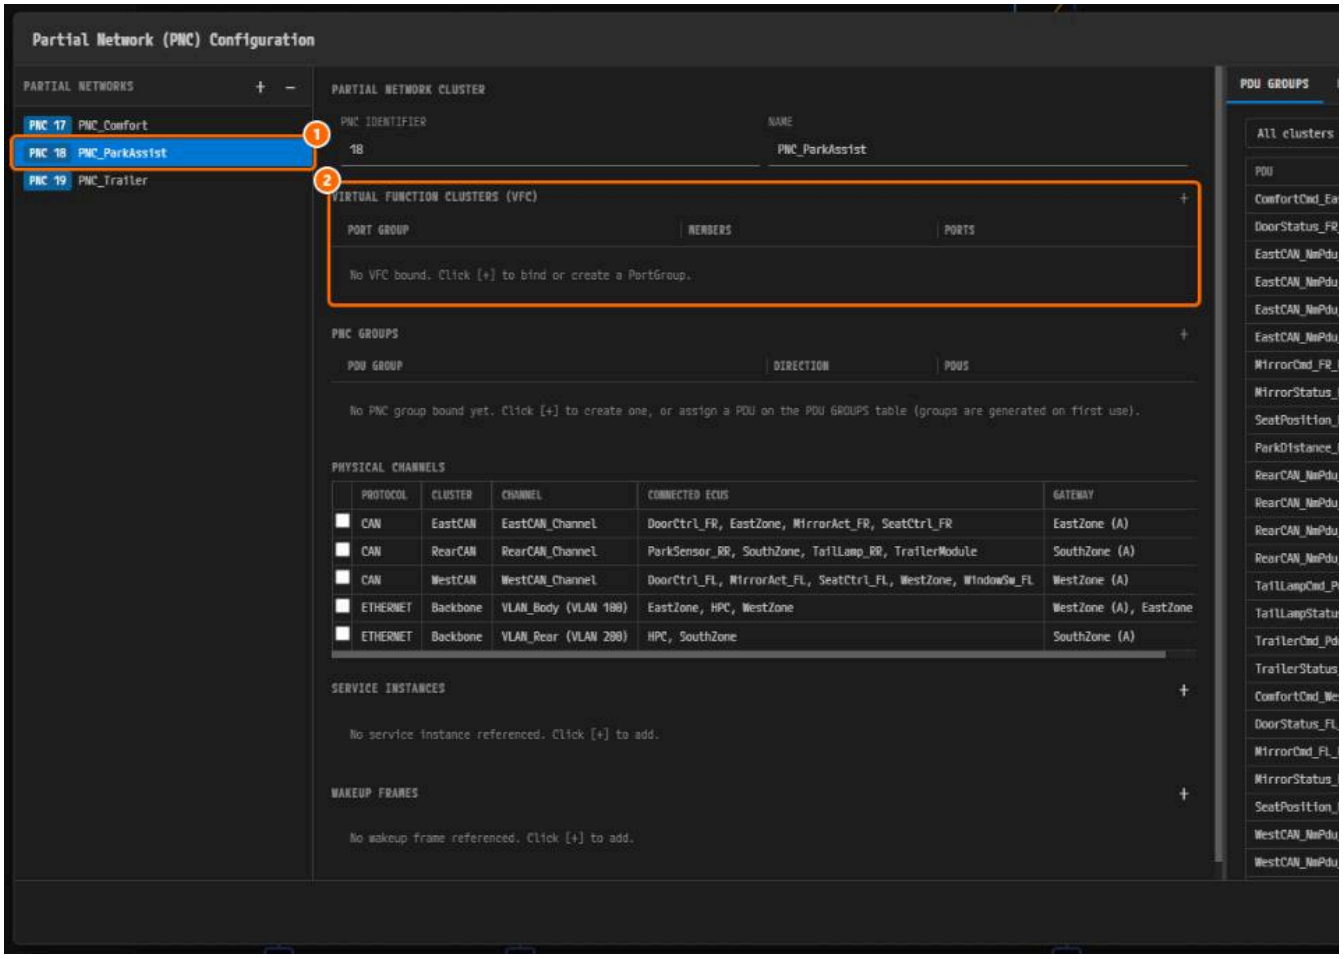

*Figure 7-2. ① **PNC 18 PNC_ParkAssist**, ② **VIRTUAL FUNCTION CLUSTERS (VFC)**, still empty.*
- Figures 7-2 to 7-9, 7-14 and 7-15 were captured with nothing bound. On your screen **PNC GROUPS** already shows two rows.